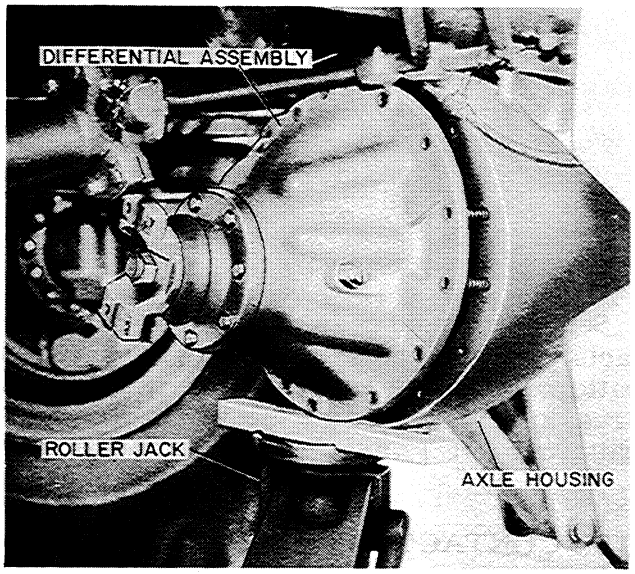

Figure T-76
2. A roller jack may be used to help position the differential assembly onto the axle housing studs, Figure T-76.